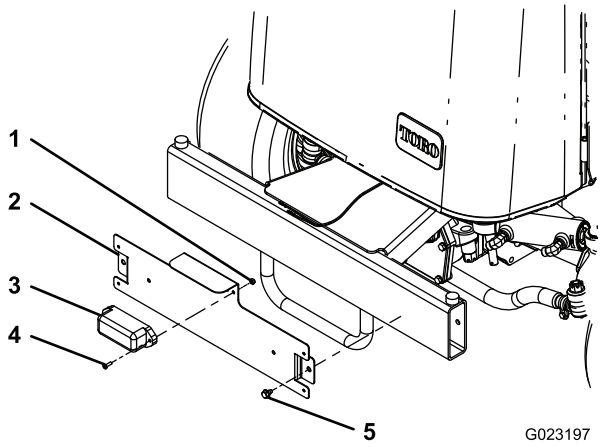

Bild 28
1. Befestigen Sie die Lampe mit zwei Schrauben (Nr. 10 x 5/8") und zwei Sicherungsmuttern an der Nummernschildhalterung (Bild 28).
Hinweis: Positionieren Sie die Nummernschildhalterung wie in Bild 28 abgebildet.